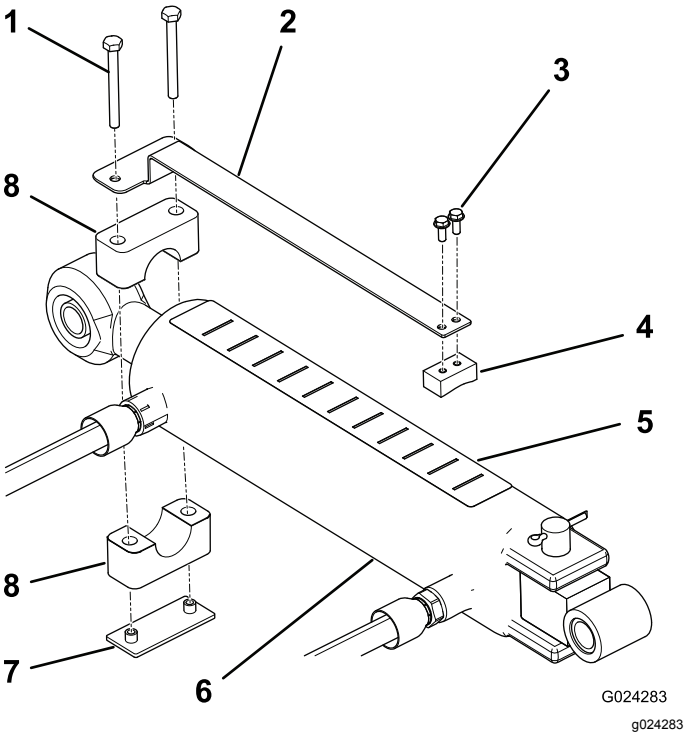

Figur 8
1. Placerer komponenterne som vist i Figur 8, og monter dybdemåleren på glideblokkens flade side med 2 maskinskruer (nr. 10 x ½").
2. Brug rørklemmen, svejsepladen og 2 skruer (¼" x 2½") til at montere dybdemåleren løst på topstangscylinderens stangende (Figur 8). Sørg for, at klemmerne er tilstrækkeligt løse til, at de kan drejes til den ønskede position.
4. Sæt dybdemærkatet på toppen af cylinderen, så det er synligt fra betjeningspositionen og ikke rører ved hydraulikslanger eller andre forhindringer (Figur 8). Mærkatets ende med bogstavet "J" skal vendes mod dybdelufteren.